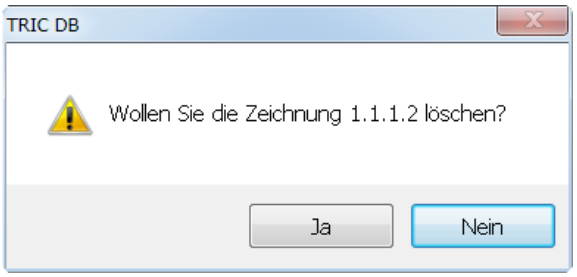

Bild 18.42 – Sicherheitsabfrage für das Löschen von Blättern
- Hierauf erscheint die Warnmeldung über das Löschen (Abb. 18.42). Bestätigen Sie.